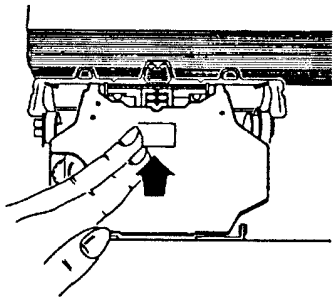

Abb. 4
2. Drücken Sie die Kassette nach unten (Abb. 4), bis sie hörbar einrastet.